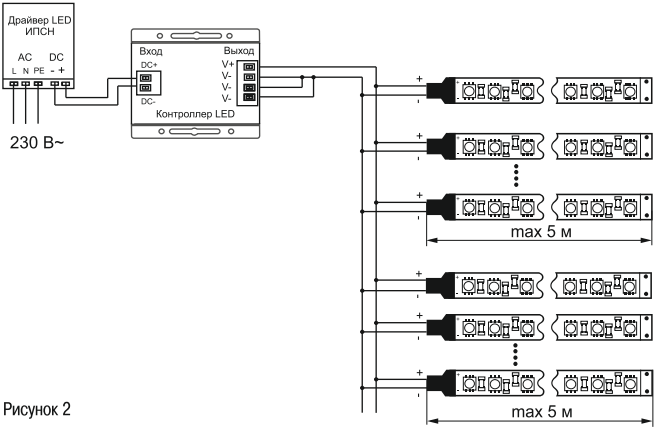

Рисунок 2
5.7.3 Подключение белой или цветной ленты производить согласно маркировке на ленте к разъемам «Выход» трехканального контроллера «V+»; «V-», соблюдая полярность, при этом выходные каналы соединить вместе (рисунок 2). При необходимости подключить отдельным проводом дополнительную ленту параллельно к контроллеру.